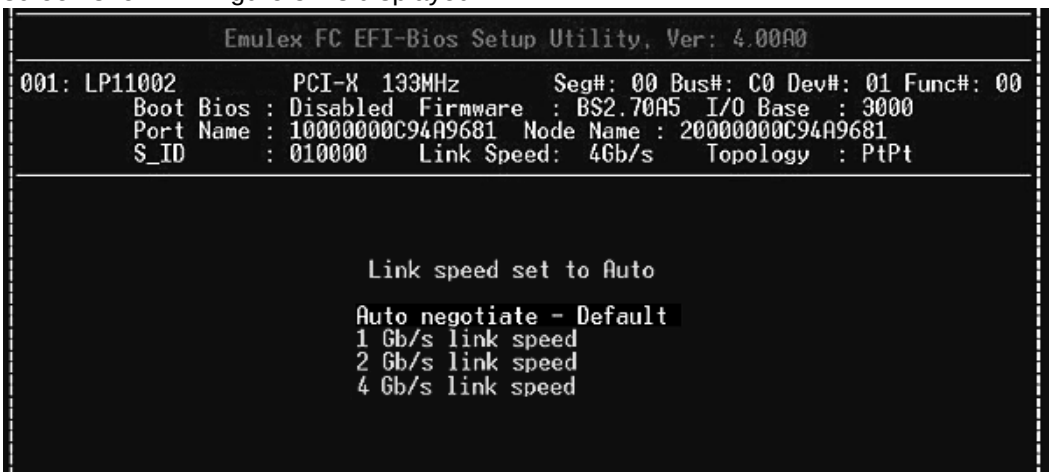

Figure 32: Force Link Speed Setup screen
Use this feature to change, or force, the link speed between ports instead of doing an auto negotiating. The supported link speeds depend upon the adapter. The screen (Figure 32) will only show options that are valid for the current adapter.
1. On the Adapter Configuration menu, select **4. Force Link Speed** and press **<Enter>**. The screen shown in Figure 32 is displayed.